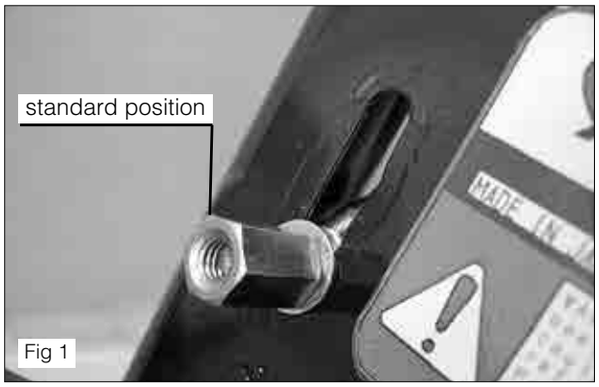

Fig 1
(1) Always standard throttle position. (see fig 1)